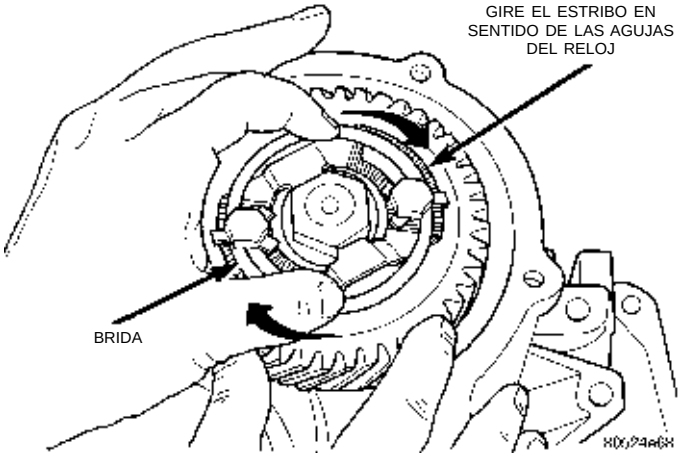

Fig. 179 Giro del estribo en sentido de las agujas del reloj contra los cantos de la tuerca de retén del engranaje
(4) Gire el estribo en sentido de las agujas del reloj contra los cantos de la tuerca de retén del engranaje transmisor (Fig. 179).